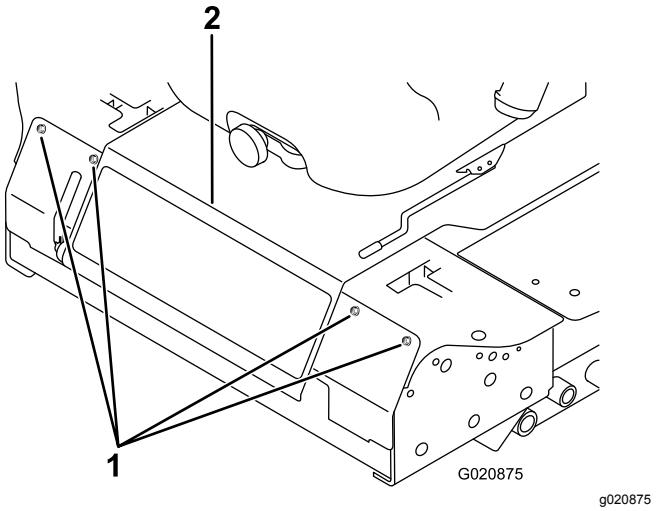

**Rysunek 49**
3. Usuń śruby mocujące panel przedni i zdejmij go (Rysunek 49).